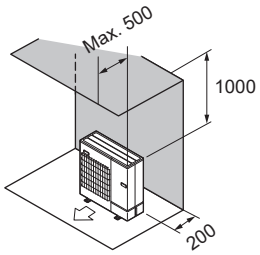

Fig. 2-8
(2) Obstacles uniquement à l’arrière et au-dessus (Fig. 2-8)